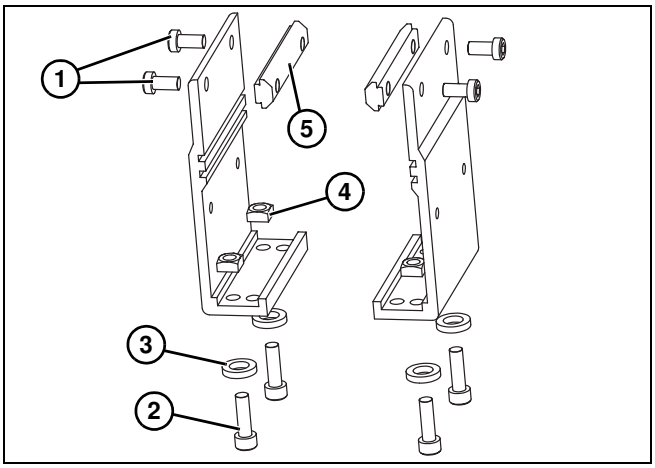
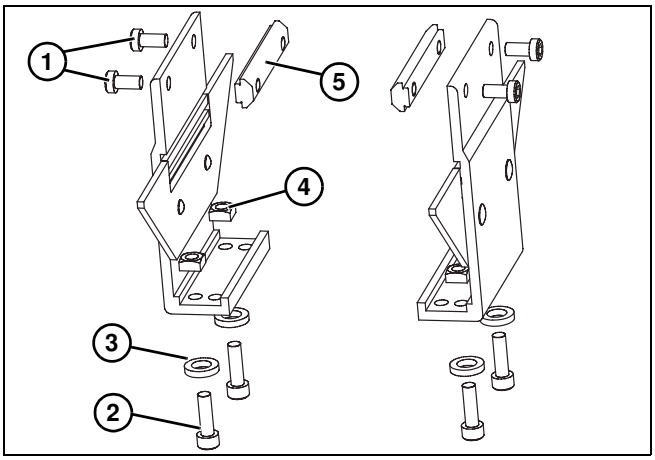
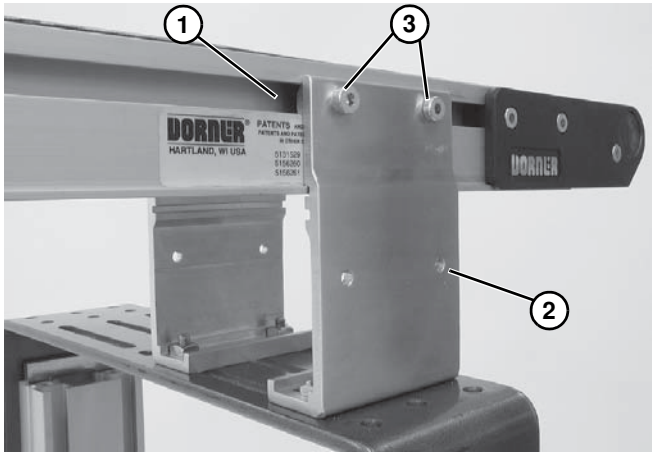

Figure 9
Figure 10
Figure 11
1. Localiser les supports. Ils sont illustrés sur les vues éclatées des Figures 9 et 10.
2. Retirer les vis **(Figure 9, élément 1 & 2) et (Figure 10, élément 1 & 2)**, les rondelles **(Figure 9, élément 3) et (Figure 10, élément 3)**, les écrous **(Figure 9, élément 4)** et **(Figure 10, élément 4)** et les barrettes en T **(Figure 9, élément 5)** et **(Figure 10, élément 5)** des supports.
3. Insérer les barrettes en T **(Figure 9, élément 5)** et **(Figure 10, élément 5)** dans les encoches latérales du convoyeur **(Figure 11, élément 1)**. Fixer les supports **(Figure 11, élément 2)** sur le convoyeur à l'aide des vis **(Figure 11, élément 3)**.
4. Fixer les supports à l'aide des vis **(Figure 9, élément 2)**, des rondelles **(Figure 9, élément 3)** et des écrous **(Figure 9, élément 4)**.